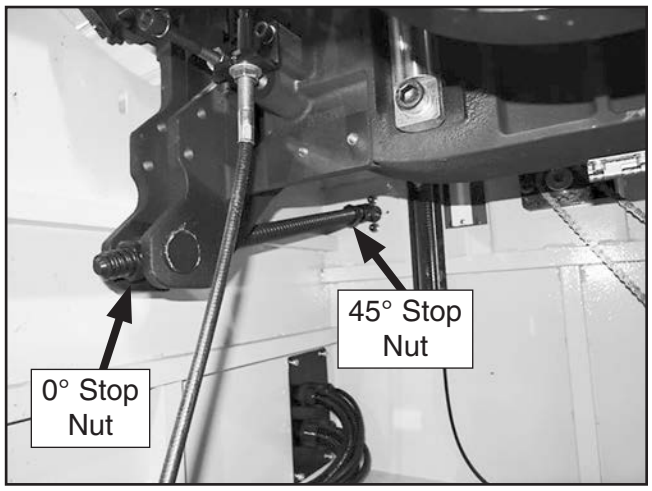

Figure 150. Blade tilt stop nuts.
3. Open cabinet door and identify the stop nuts shown in **Figure 150**.
Use a similar procedure for the 45° stop nut shown in **Figure 150**, as previously instructed for the 0° stop nut.